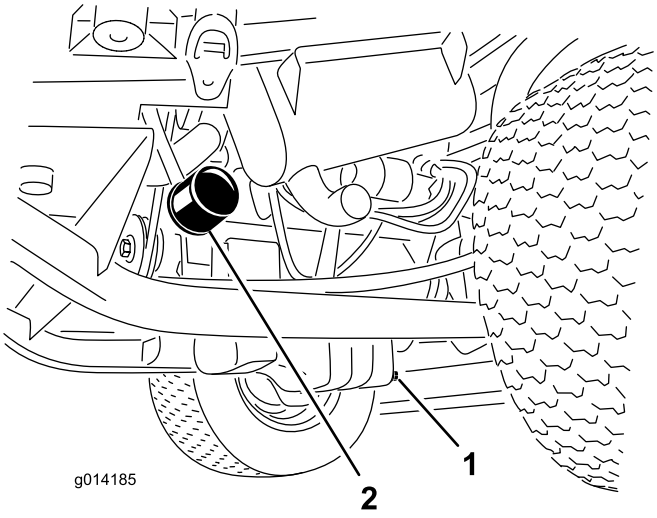

Figura 45
1. Togliete il tappo di spurgo (Figura 45) e lasciate defluire l'olio in una bacinella.
3. Togliete il filtro dell'olio (Figura 45).